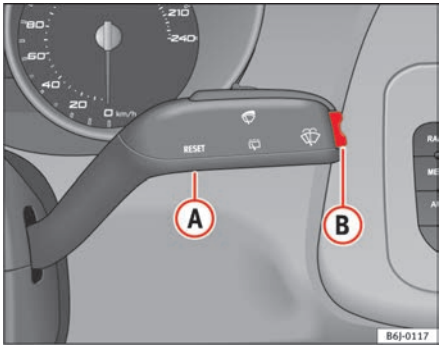

Fig. 32 Windscreen wiper lever: button A and rocker switch B
– With the ignition switched on, briefly press the button ⇒ fig. 32 (A) in the windscreen wiper lever to change the memory.